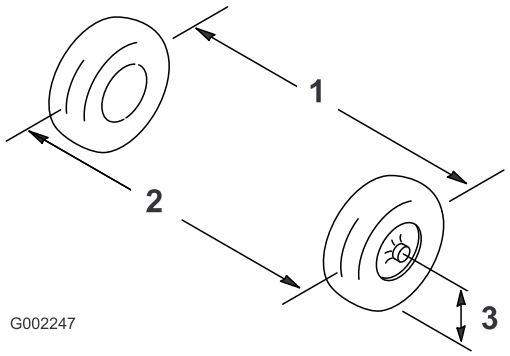

Figur 49
2. Mät avståndet mellan de båda framhjulen vid axelhöjd, både framtill och baktill på hjulen (Figur 49).